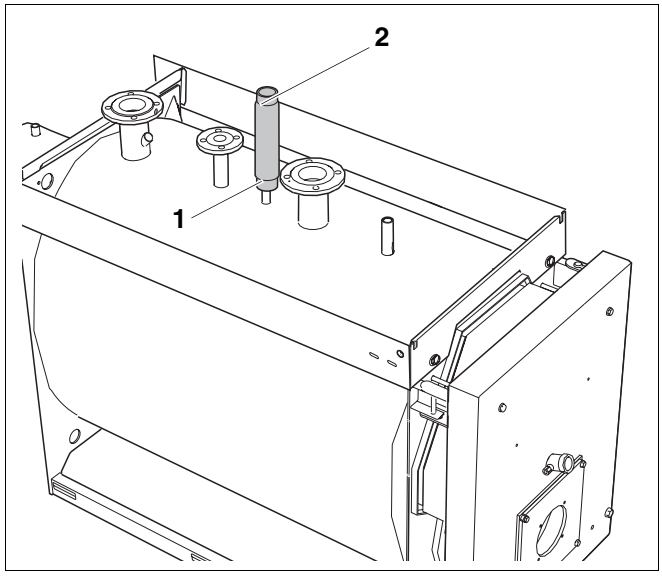

Рис. 16 Установка предохранительного устройства контроля количества воды
- Установить на отопительном котле в муфту 2" (рис. 16, **поз. 1**) трубу для предохранительного устройства контроля количества воды (рис. 16, **поз. 2**) с уплотнением.
- Установить предохранительное устройство контроля количества воды (дополнительный заказ) в предназначенную для него трубу (рис. 16, **поз. 2**).